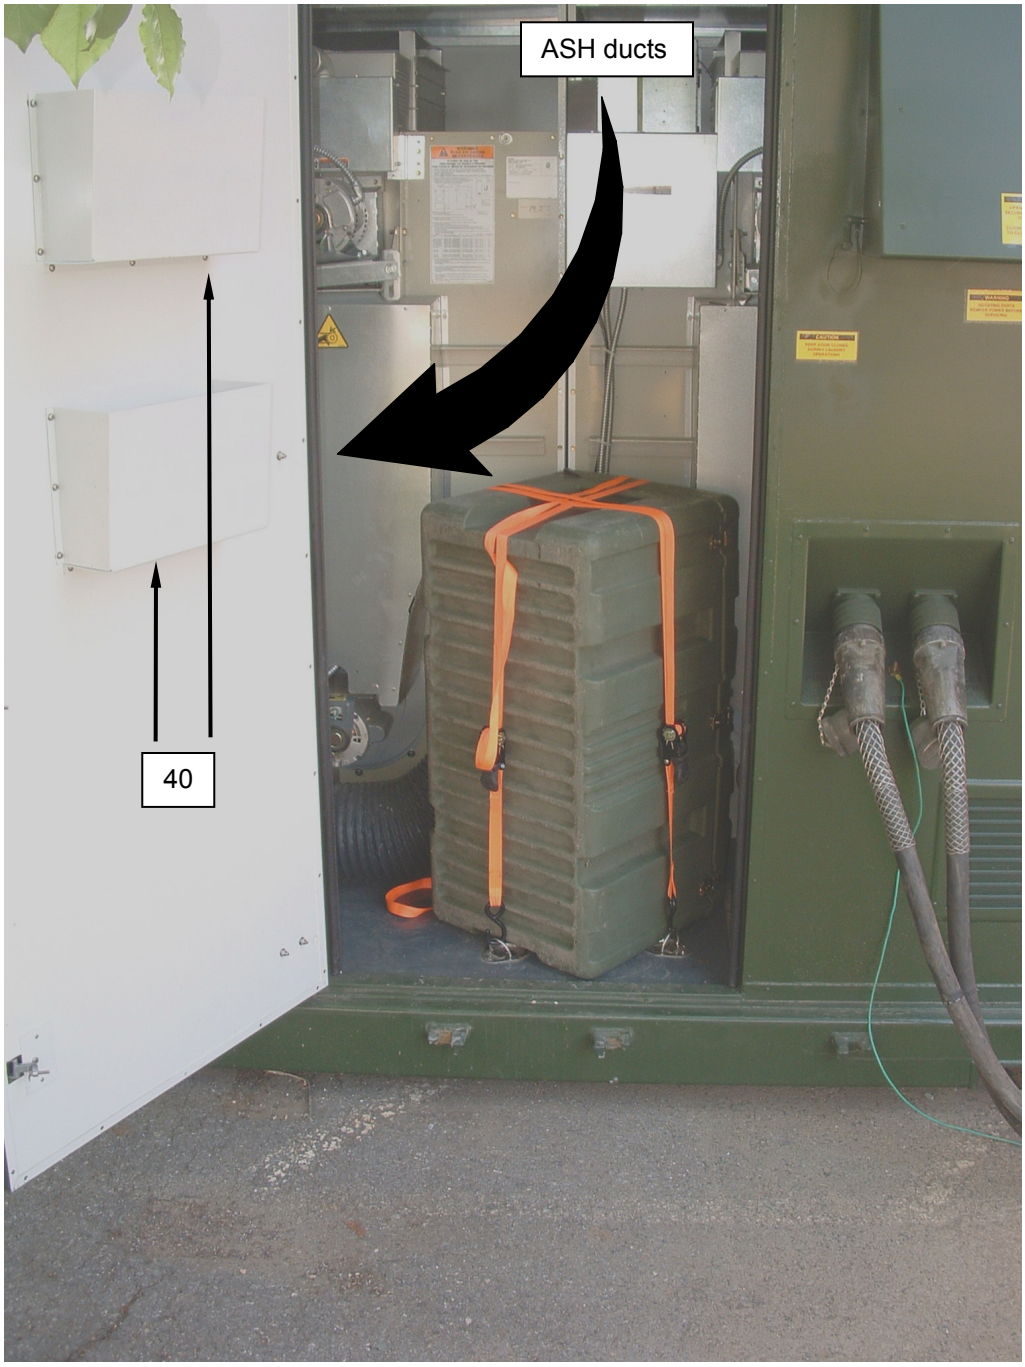

Figure 34. Securing the Footlocker.
57. Place the keys and TM's in the bins **(Figure 34, Item 40)** fitted to the personnel door.